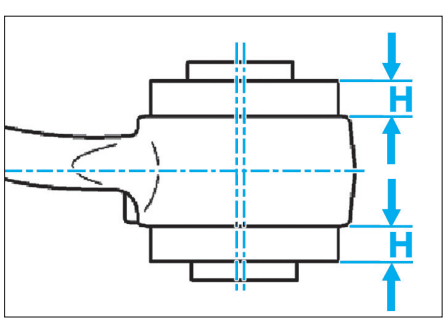

Fig. 32
Le dépassement (H) doit être identique des deux côtés (Fig.32).